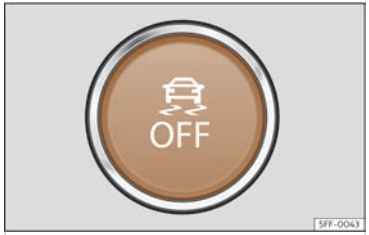

Abb. 129 Im unteren Bereich der Mittelkonsole: Taste zum Ein-/Ausschalten von ESC (je nach Version).
- Zum Ein- und Ausschalten von ASR, kurz die Taste in der Mittelkonsole drücken >>> **(Abb. 129)**.
- Zum Ein- und Ausschalten von ESC im Modus „Sport“, kurz die Taste in der Mittelkonsole drücken >>> **(Abb. 129)**.
- Zum Ein- und Ausschalten von ESC, die Taste in der Mittelkonsole länger drücken >>> **(Abb. 129)**.